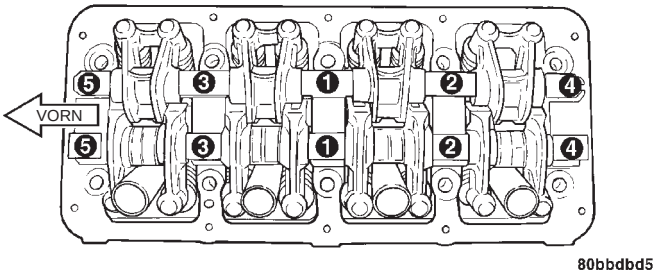

Abb. 51 Anzugsreihenfolge an Kipphebelwellen
(3) Schrauben in der in (Abb. 51) gezeigten Reihenfolge mit einem Anzugsmoment von 28 N·m (250 in. lbs.) festziehen.